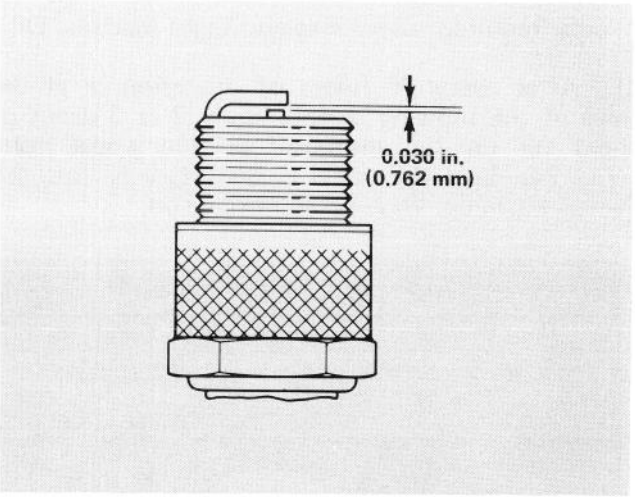

Figure 28
3. Set air gap between electrodes at 0.030 of an inch (0.762 mm) (Fig. 28). Install the correctly gapped spark plug with gasket seal and tighten plug to 15 ft-lb (20.4 N·m). If torque wrench is not used, tighten plug firmly.